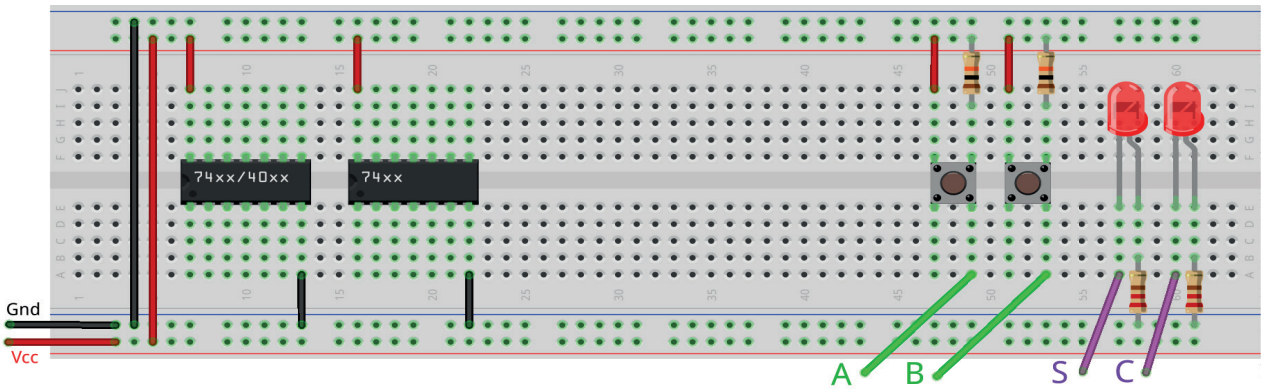

Figura 6.5 – Disposição dos componentes na placa de montagem.
2. Monte o circuito na placa de montagem, conforme figura 6.5.